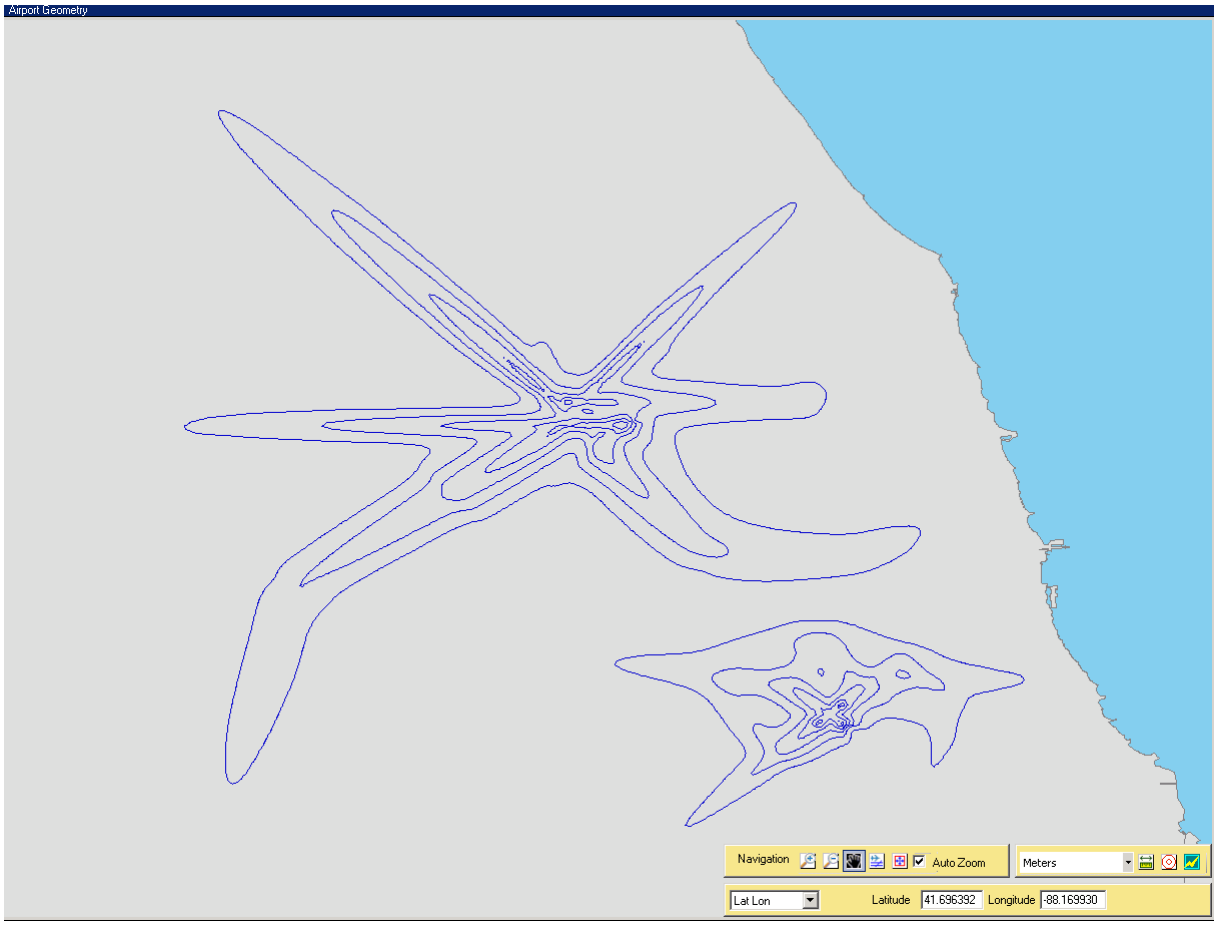

Figure 8-16 Noise Contour Shown in the Airport Geometry
d. The dialog box will close. The contour graphic will appear in the *Airport Geometry* (Figure 8-16), and a new layer will be added to the *Tree Browser* under the *Noise Contour* category.